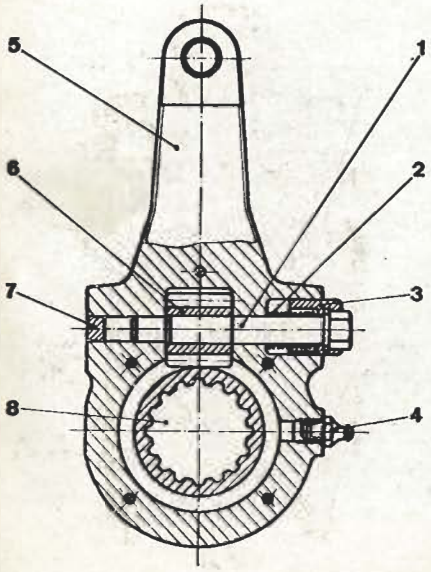

**Fig. 11.6. - Palanca para ajuste de las mordazas**
Efectuar todos los ajustes normales mediante el tornillo-regulador (1) (fig. 11.6) previsto en los árboles de los frenos:
a) Con el vehículo sobre terreno horizontal y con el circuito de aire de frenos de compresión superior a 4,5 Kg./cm.², colocar una llave tubular exagonal de 14 mm. de diámetro sobre los planos del tornillo-regulador (1) haciendo presión sobre el manguito de seguridad, logrando con ello quede libre el tornillo-regulador.